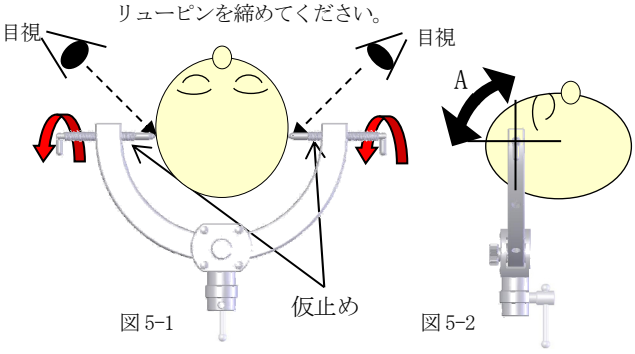

図5-1　図5-2
(1) 介助者が患者の頭を支え、滅菌したスクリューピン(ヘッドピン)で仮止めします。(図5-1)頭蓋骨の硬さには、個人差があります。仮止めするときには、スクリューピンの先端部を目視確認しながら注意して固定作業を行ってください。仮止め状態で患者頭部が、矢印 A(図 5-2)のように、スクリューピンを中心軸にして患者の頭が動くことを確認してください。